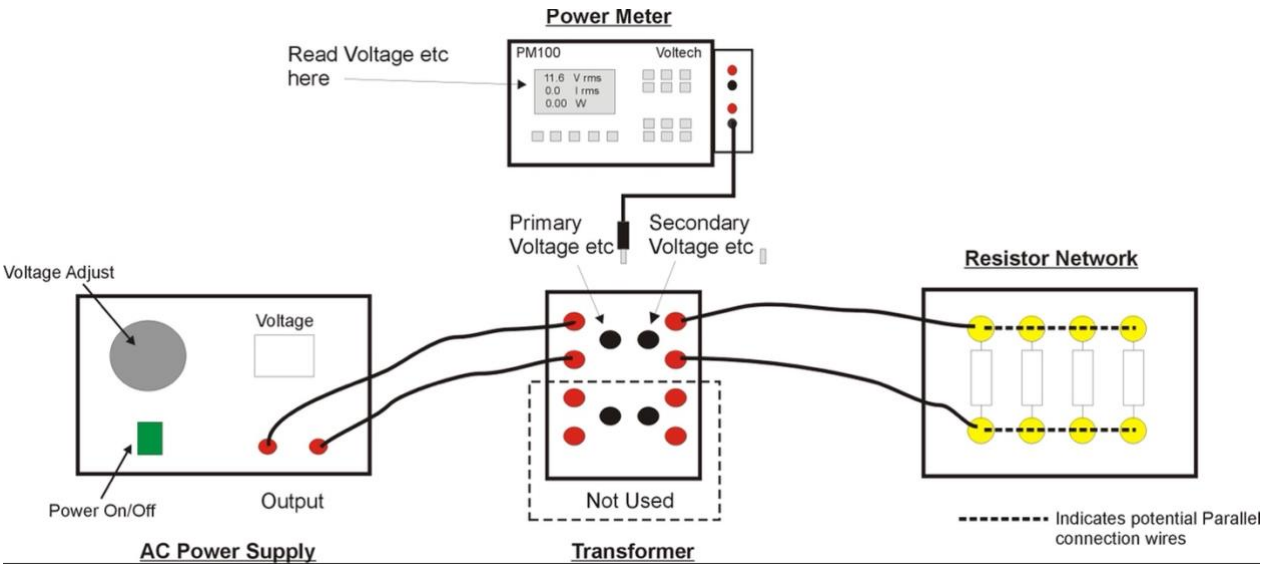

Figure 8: Transformer Regulation & Efficiency Tests
The aims of the following series of tests is to measure performance at four different resistive load points, and from the results calculate the Voltage Regulation and Efficiency at each point. The experimental set up is shown on figure 8. The general idea is to measure input and output voltages, currents and powers over the load range for a constant input voltage (V_P).
2. Connect a single resistor (Load Point 1) in the Resistor Network to the Secondary winding as shown on Figure 8.
3. Connect the Power Meter to the Primary monitoring point (PM) on the transformer.
6. Connect the Power Meter to the secondary monitoring point (SM) on the transformer.